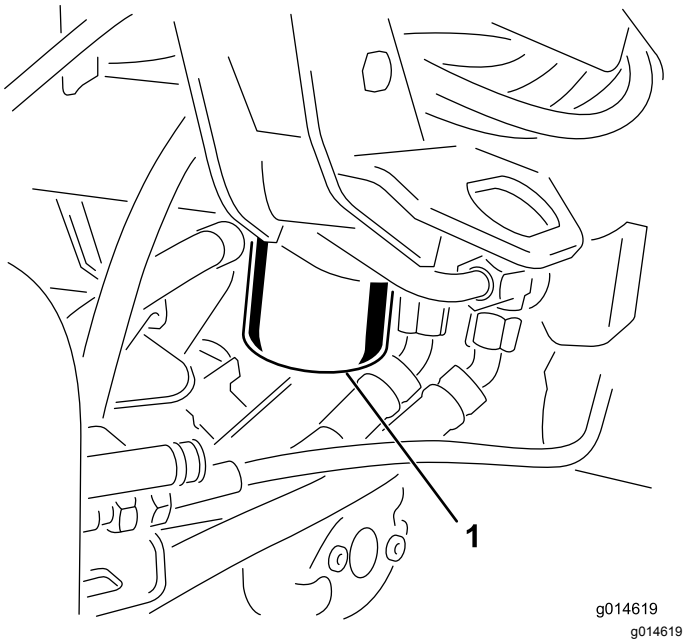

Figur 54
1. Rengør det område, hvor filteret monteres (Figur 54). Anbring en drænbakke under filteret, og afmonter filteret.